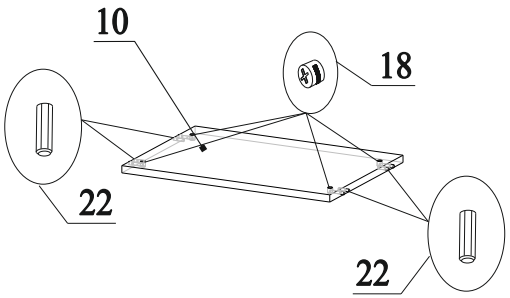

Рис.9
17. В торцы деталей 10 вставить шканты 22 (рис.9);
18. В отверстия на деталях 10 вставить эксцентрики 18 стрелками к торцевым отверстиям (рис.9);